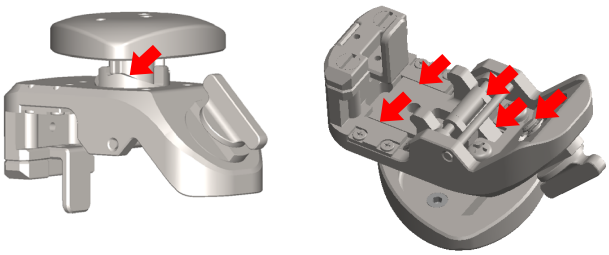

図 16
(4)-3 レトラクタースライドアジャスターⅡについては水性潤滑・防錆保守剤へ浸漬を行うか下図（図 16）矢印部へ潤滑剤を塗布してから滅菌してください。［潤滑不足により固定不良の原因になります］